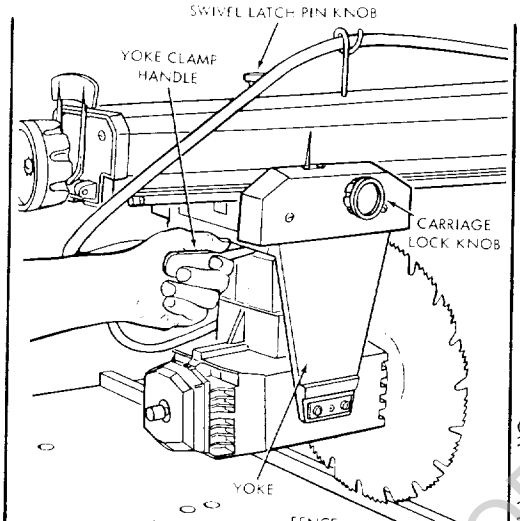

Figure 66
To test for looseness between the carriage bearings and tracks on radial arm, lock the yoke clamp handle (figure 66) grasp the motor and carriage assembly firmly with both hands and apply a firm rocking motion. If looseness exists, perform the following steps:
(1) Set the yoke clamp handle to "Normal Locking Position" (figure 66) which is just slightly ahead of the mid-position of the handle.